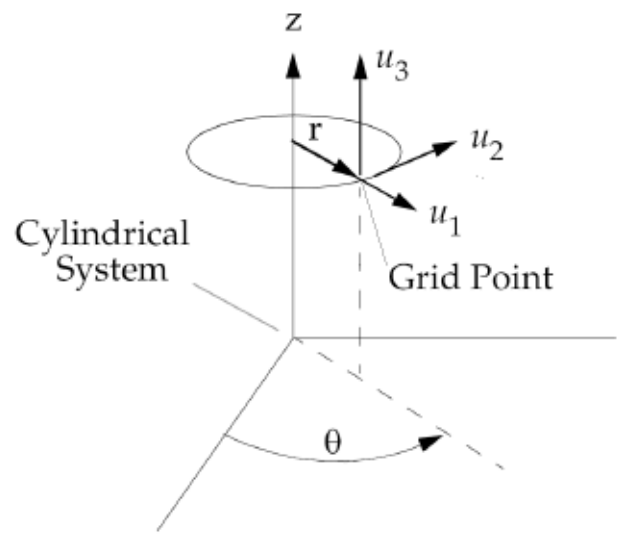

Figure 11-11. OFFSET Coordinates
7. Element offsets are defined in a Cartesian system located at the connecting grid point. The components of the offsets are always defined in units of translation, even if the displacement coordinate system is cylindrical or spherical. For example, in Figure 11-11, the grid point displacement coordinate system is cylindrical, and the offset vector is defined using Cartesian coordinates u1, u2, and u3 in units of translation.